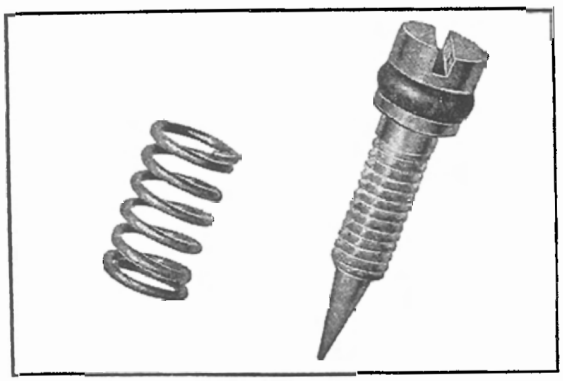

Fig. 3. 129 Pilot screw
2. Low and Cruising Speeds. (Fig. 3. 131-b)